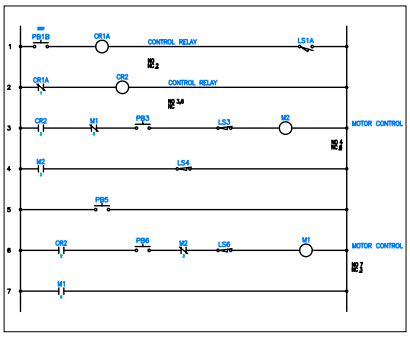

Figure 6-51 *The ladder after hiding attributes*
3. Press ENTER to exit the command. Figure 6-51 shows the ladder and component with hidden attributes.